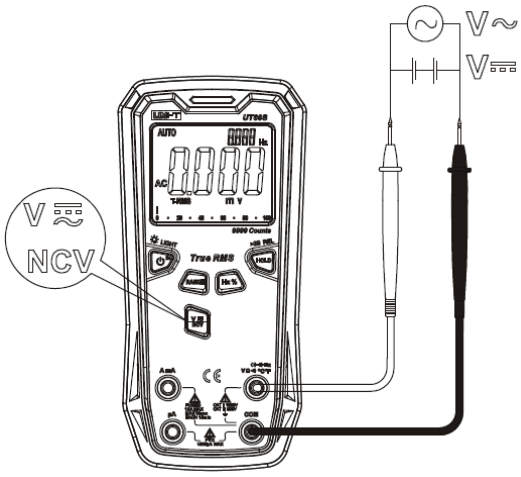

Figura 2
1. Medição da tensão AC/DC (Figura 2)